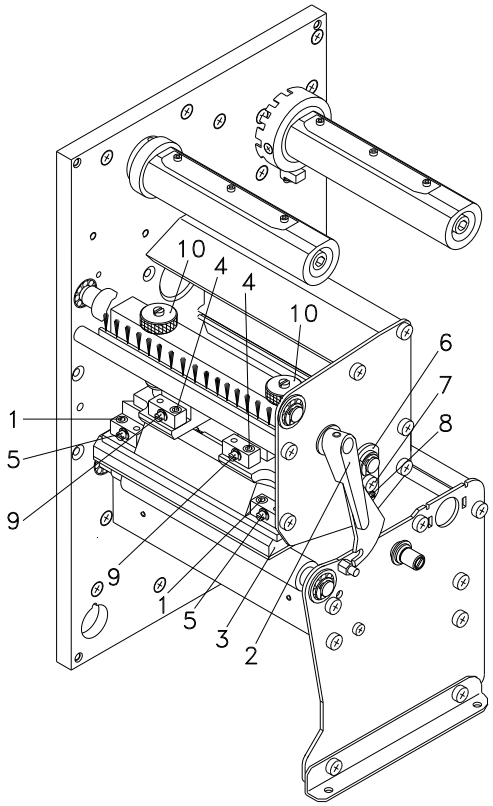

Abbildung 17
1. Schrauben (1 oder 4, Abbildung 17) mit einem Innensechskantschlüssel ca. ¼ Umdrehung lösen.
2. Parallelität mit den Stellschrauben (5 oder 9, Abbildung 17) einstellen.
4. Schrauben (1 oder 4, Abbildung 17) wieder anziehen.
1. Schraube (7, Abbildung 17) ca. ¼ Umdrehung lösen.
2. Exzenterbolzen (8, Abbildung 17) drehen, um einen Druckausgleich zu schaffen und solange nachstellen, bis ein gleichmäßiges Druckbild vorliegt.
3. Schraube (7, Abbildung 17) wieder anziehen.
1. Andruckschrauben (10, Abbildung 17) drehen, um den Druckkopfandruck zu verändern.
2. Drehen der Andruckschrauben (10, Abbildung 17) bis an den Anschlag im Uhrzeigersinn ergibt eine Andruckerhöhung von 10N gegenüber der Werkseinstellung.
3. Drehen der Andruckschrauben (10, Abbildung 17) genau eine Umdrehung vom Rechtsanschlag gegen den Uhrzeigersinn, ergibt die Werkseinstellung.